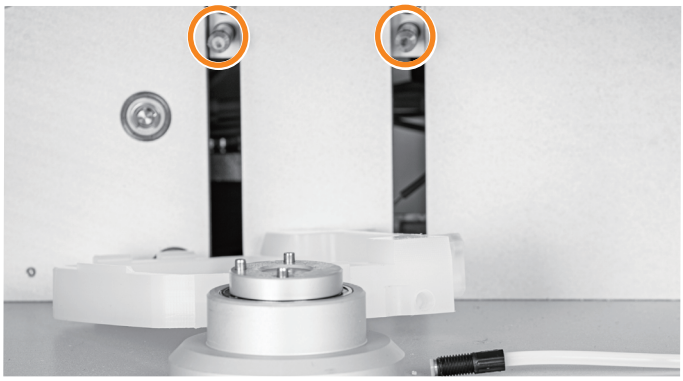

图 72. 拆卸废液收集器。在该图中，转盘已拆除，这不是必需的。安装销已突出显示。
9. 拧下连接在废料收集器右侧的废液管；请参阅图 72。
10. 确保固定销上的 O 形圈正确就位，请参阅图 72。